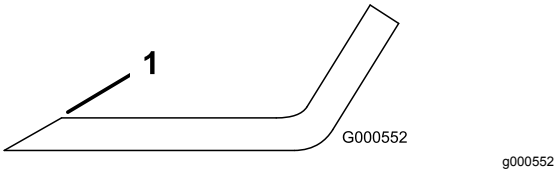

Figur 107
1. Bruk en fil til å slipe eggen i begge ender av kniven (Figur 107).
Merk: Hvis kniven ikke er i balanse, filer du bort litt av metallet på enden av vingeområdet (Figur 107).